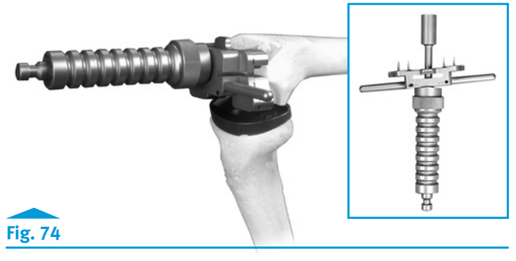

Fig. 74
- Insert the guide assembly into the femoral canal, and impact it onto the distal femur **(Fig. 74)**.